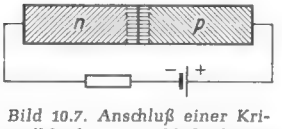

Bild 10.7. Anschluß einer Kristalldiode in Durchlaßrichtung
2. Wird die Stromquelle nach **Bild 10.7** umgekehrt angeschlossen, so ist auch alles andere umgekehrt: Die Grenzschicht wird nicht verbreitert, sondern schmaler, und das Spannungsgefälle in ihr wird ebenfalls verkleinert oder sogar ganz beseitigt. Selbst bei sehr geringer äußerer Spannung kommt ein weit höherer *Durchlaßstrom* zustande als der Sperrstrom im vorigen Beispiel. Je höher die angelegte Spannung, desto mehr wächst zuerst der Durchlaßstrom, da die Grenzschicht bald ganz verschwindet. Man muß diesen Strom dann durch einen in den Stromweg eingeschalteten Widerstand begrenzen. Weil die Stromwärme die Diode aufheizt und dadurch ihre Leitfähigkeit weiter steigert, würde der steigende Strom zur Zerstörung der Diode führen.